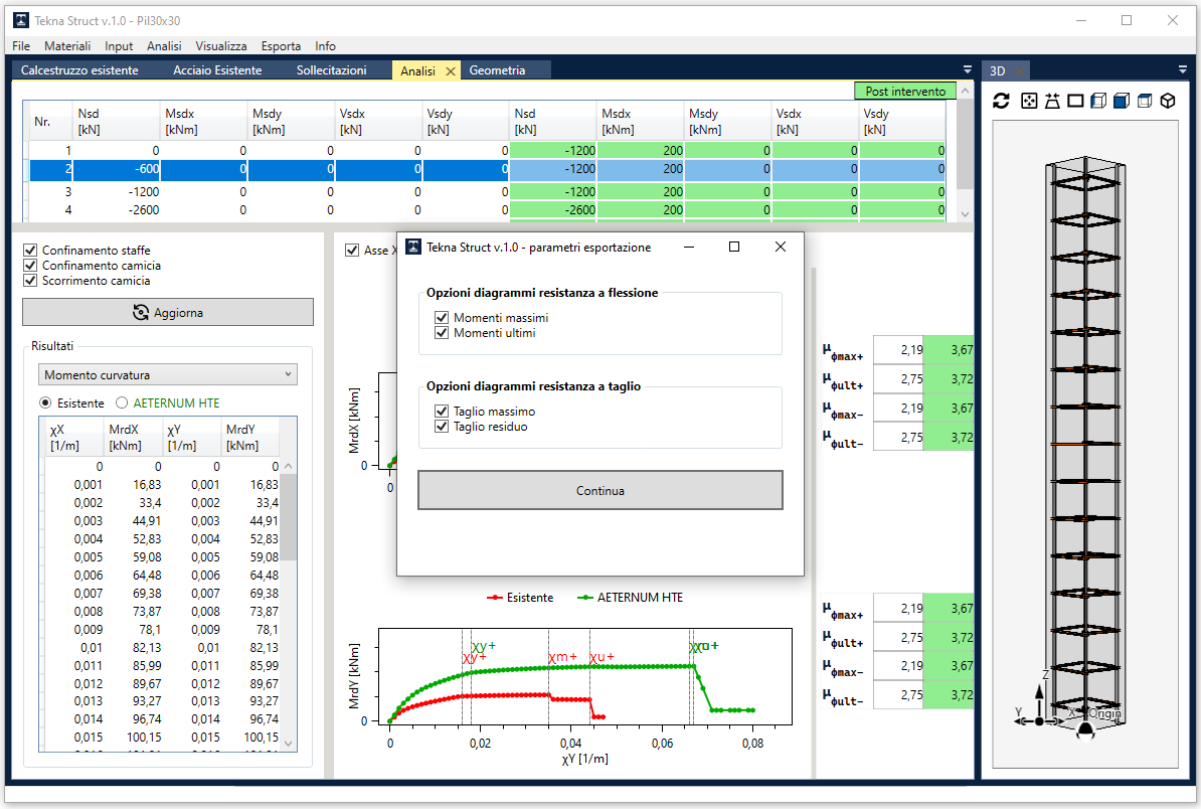

Fig. 31 – Menu Calcola – Diagrammi Momento-Curvatura
- generare la relazione di calcolo (*Esporta -> Relazione di calcolo (docx)*): l'utente può selezionare quali tipologie di verifiche inserire in relazione, tra quelle descritte nel Par. 3.6 (Fig. 31) e cliccare sul tasto *Continua* per generare la relazione. Questa conterrà i tabulati di calcolo relativi alle verifiche a flessione e a taglio, oltre che la lista dei messaggi di attenzione presenti sotto i diagrammi Momento-Curvatura, descritti nel Par. 4; nella prima pagina, la relazione riporterà l'immagine tridimensionale dell'elemento oggetto di verifica. Prima di generare la relazione stessa è possibile ruotare la vista tridimensionale utilizzando i comandi descritti nel Par. 1.3: l'immagine riportata in relazione sarà la cattura di quella impostata dall'utente;